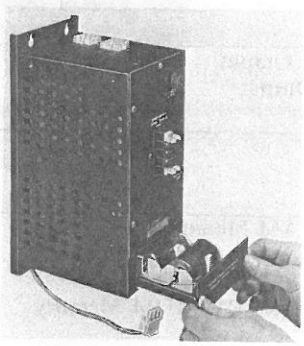
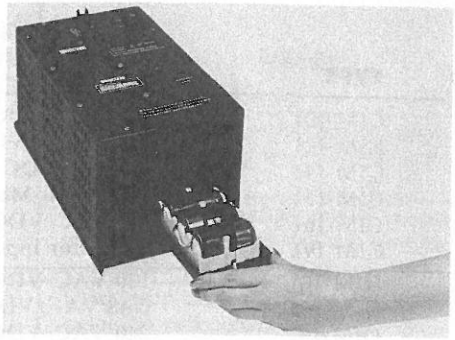

Figure 12
Figure 13
3. Loosen the Battery Pack retaining screw and remove the Battery Pack from the power supply by pulling outward. See Figure 12. (The Battery Pack on the PS-30 and PS-60 will swing down. See Figure 13.)